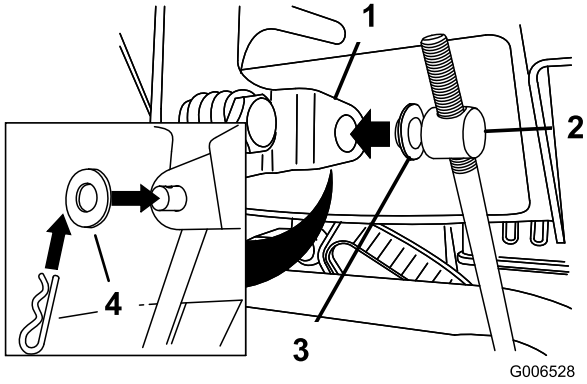

Figur 12
3. Fjern hårnålssplinten og den ytterste skiven fra vuggetappen på den øvre enden av hastighetskontrollstaget (Figur 12).
Merk: Du kan la den flate skiven bli på vuggetappen for å gjøre installeringen litt enklere (Figur 12).
6. Løft opp på hastighetskontrollstaget, og sett inn vuggetappen i hullet i hastighetsvelgerspaken (Figur 12).
B. Koble vuggetappen fra hastighetsvelgerspaken (Figur 12).